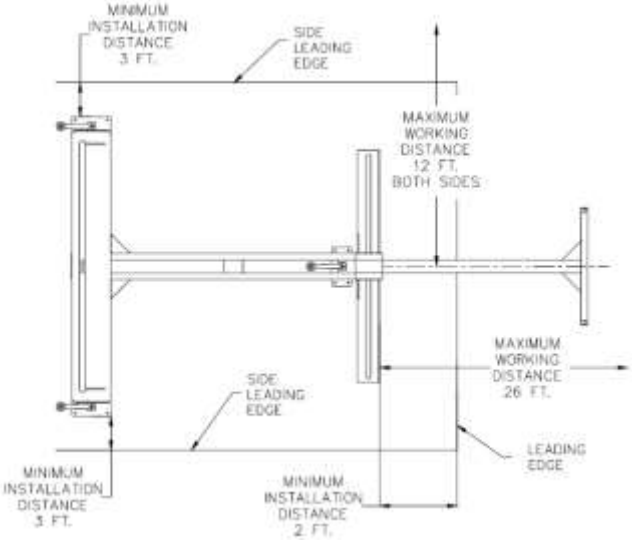

Fig. 3
a) Ensure the unit has been placed at a minimum of 2 feet from the front of the unit to the leading edge of the work surface and 3 feet from either side of the unit to the side edge of the work surface. (Fig. 3)